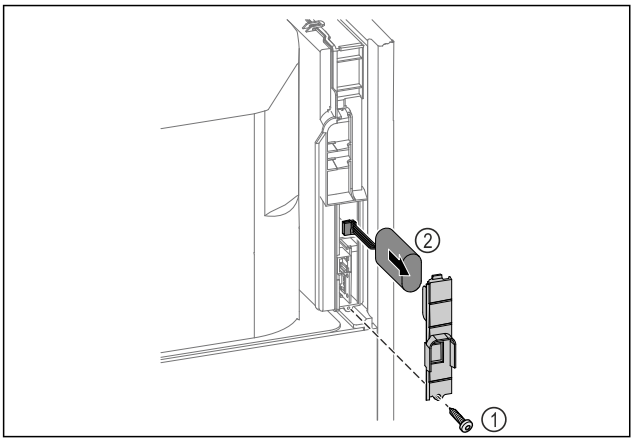

Fig. 259
▶ Deșurubați șurubul și scoateți capacul de pe partea din spate a aparatului *Fig. 259 (1)*.
▶ Deconectați și scoateți bateria *Fig. 259 (2)*.